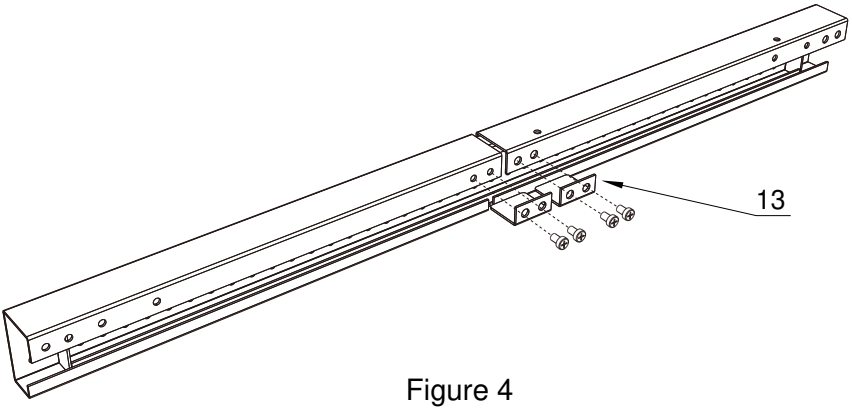

Figure 4
6. Place two Limit parts(#13) on Corner Brackets,Tighten the M5*10 Cross head screws using Electric screwdriver. (Figure 4)